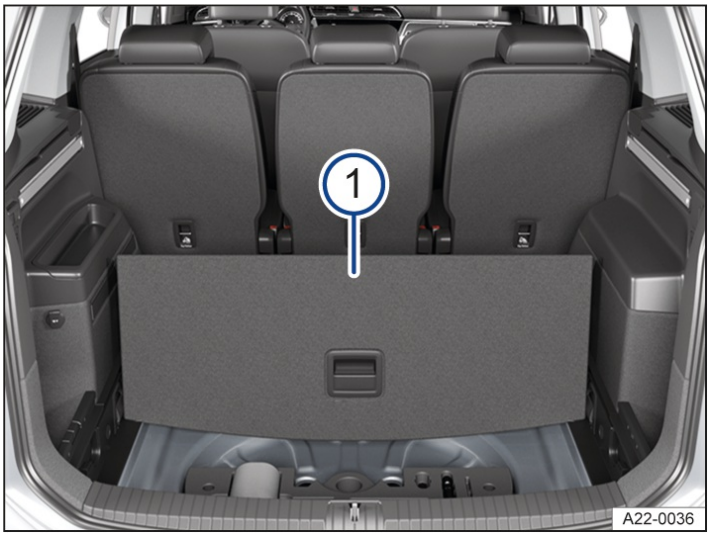

Fig. 3 In the luggage compartment: Positioning the luggage compartment floor.
3. Lift up the luggage compartment floor→ *fig. 2* using the handle (small arrow) and raise it as shown→ *fig. 3* (*1*).
4. In order to fold the luggage compartment floor, press the raised luggage compartment floor→ *fig. 3* (*1*) forwards until it is folded up.